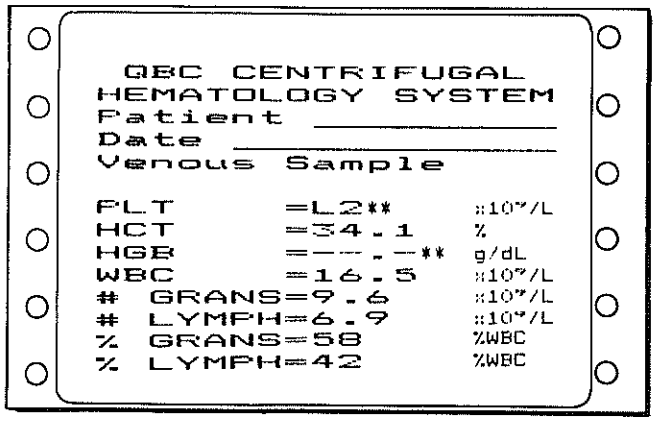

Figure B-2. Sample Printout Showing Error Flag for PLT Parameter.
In an error condition, the Reader will transmit and print an alphanumeric "alert flag" with two asterisks (**) opposite the appropriate parameter and dashes opposite hemoglobin (HB). See the example in Figure B-2. Upon completion of the transmission, the same alert flag will flash on the display panel of the Reader.